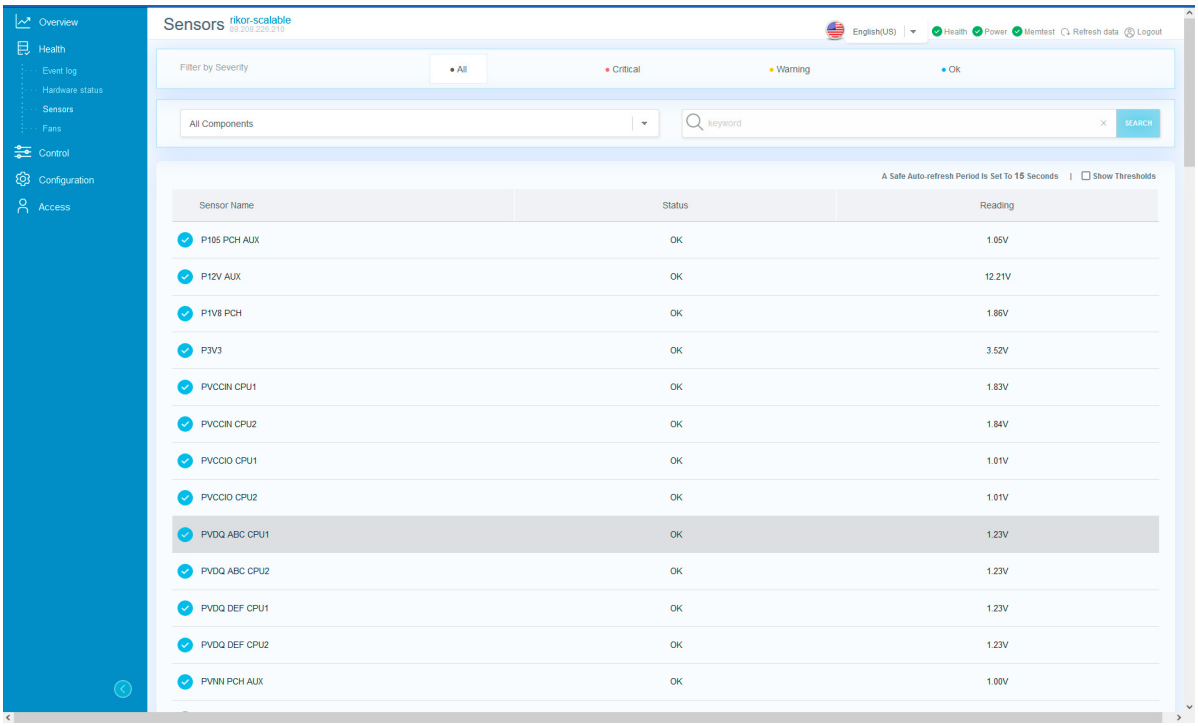

Рис. 80. Окно «Sensors»
4) Пройдите во вкладку «Health» → «Sensors» в данной вкладке отображается информация по датчикам установленным в сервере. В поле «Filter by Severity» произведите фильтрацию по степени серьезности события. В раскрывающимся списке выберете компонент сервера где хотите просмотреть состояния датчиков. В поле поиска произведите фильрацию по ключевым словам датчиков. Окно показано на рис. 80 Окно «Sensors»